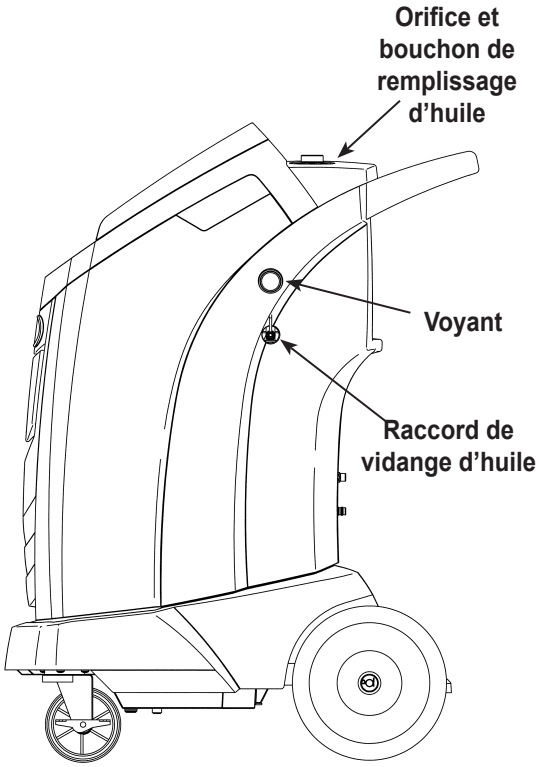

Figure 11
3. Ouvrez lentement le bouchon de remplissage d'huile pour vérifier qu'il n'y a pas de pression dans la machine. Enlevez ensuite le bouchon avec précaution. Reportez-vous à la Figure 11.